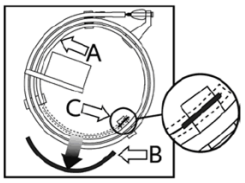

図 1
2) フープ(図 1 の A)を滅菌済みパウチから取り出す。
a. 青色のチューブ(図 1 の B)を手で取り外す。
b. バルーンの周りからバルーンプロテクタ(図 1 の C)を取り外す。